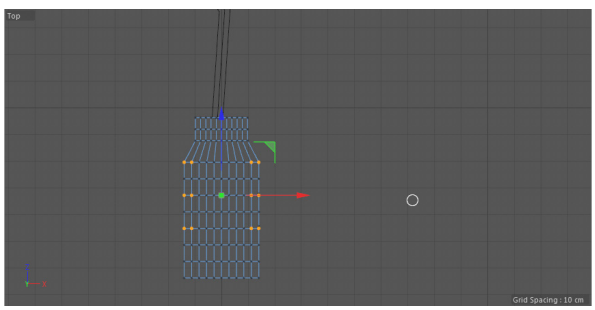

Figure 3-67 *The points to be selected*
13. Choose the **Points** tool from the Modes Palette; *Cube* is displayed in the points mode. Select the points of *Cube* using the 9 and SHIFT keys, as shown in Figure 3-67.